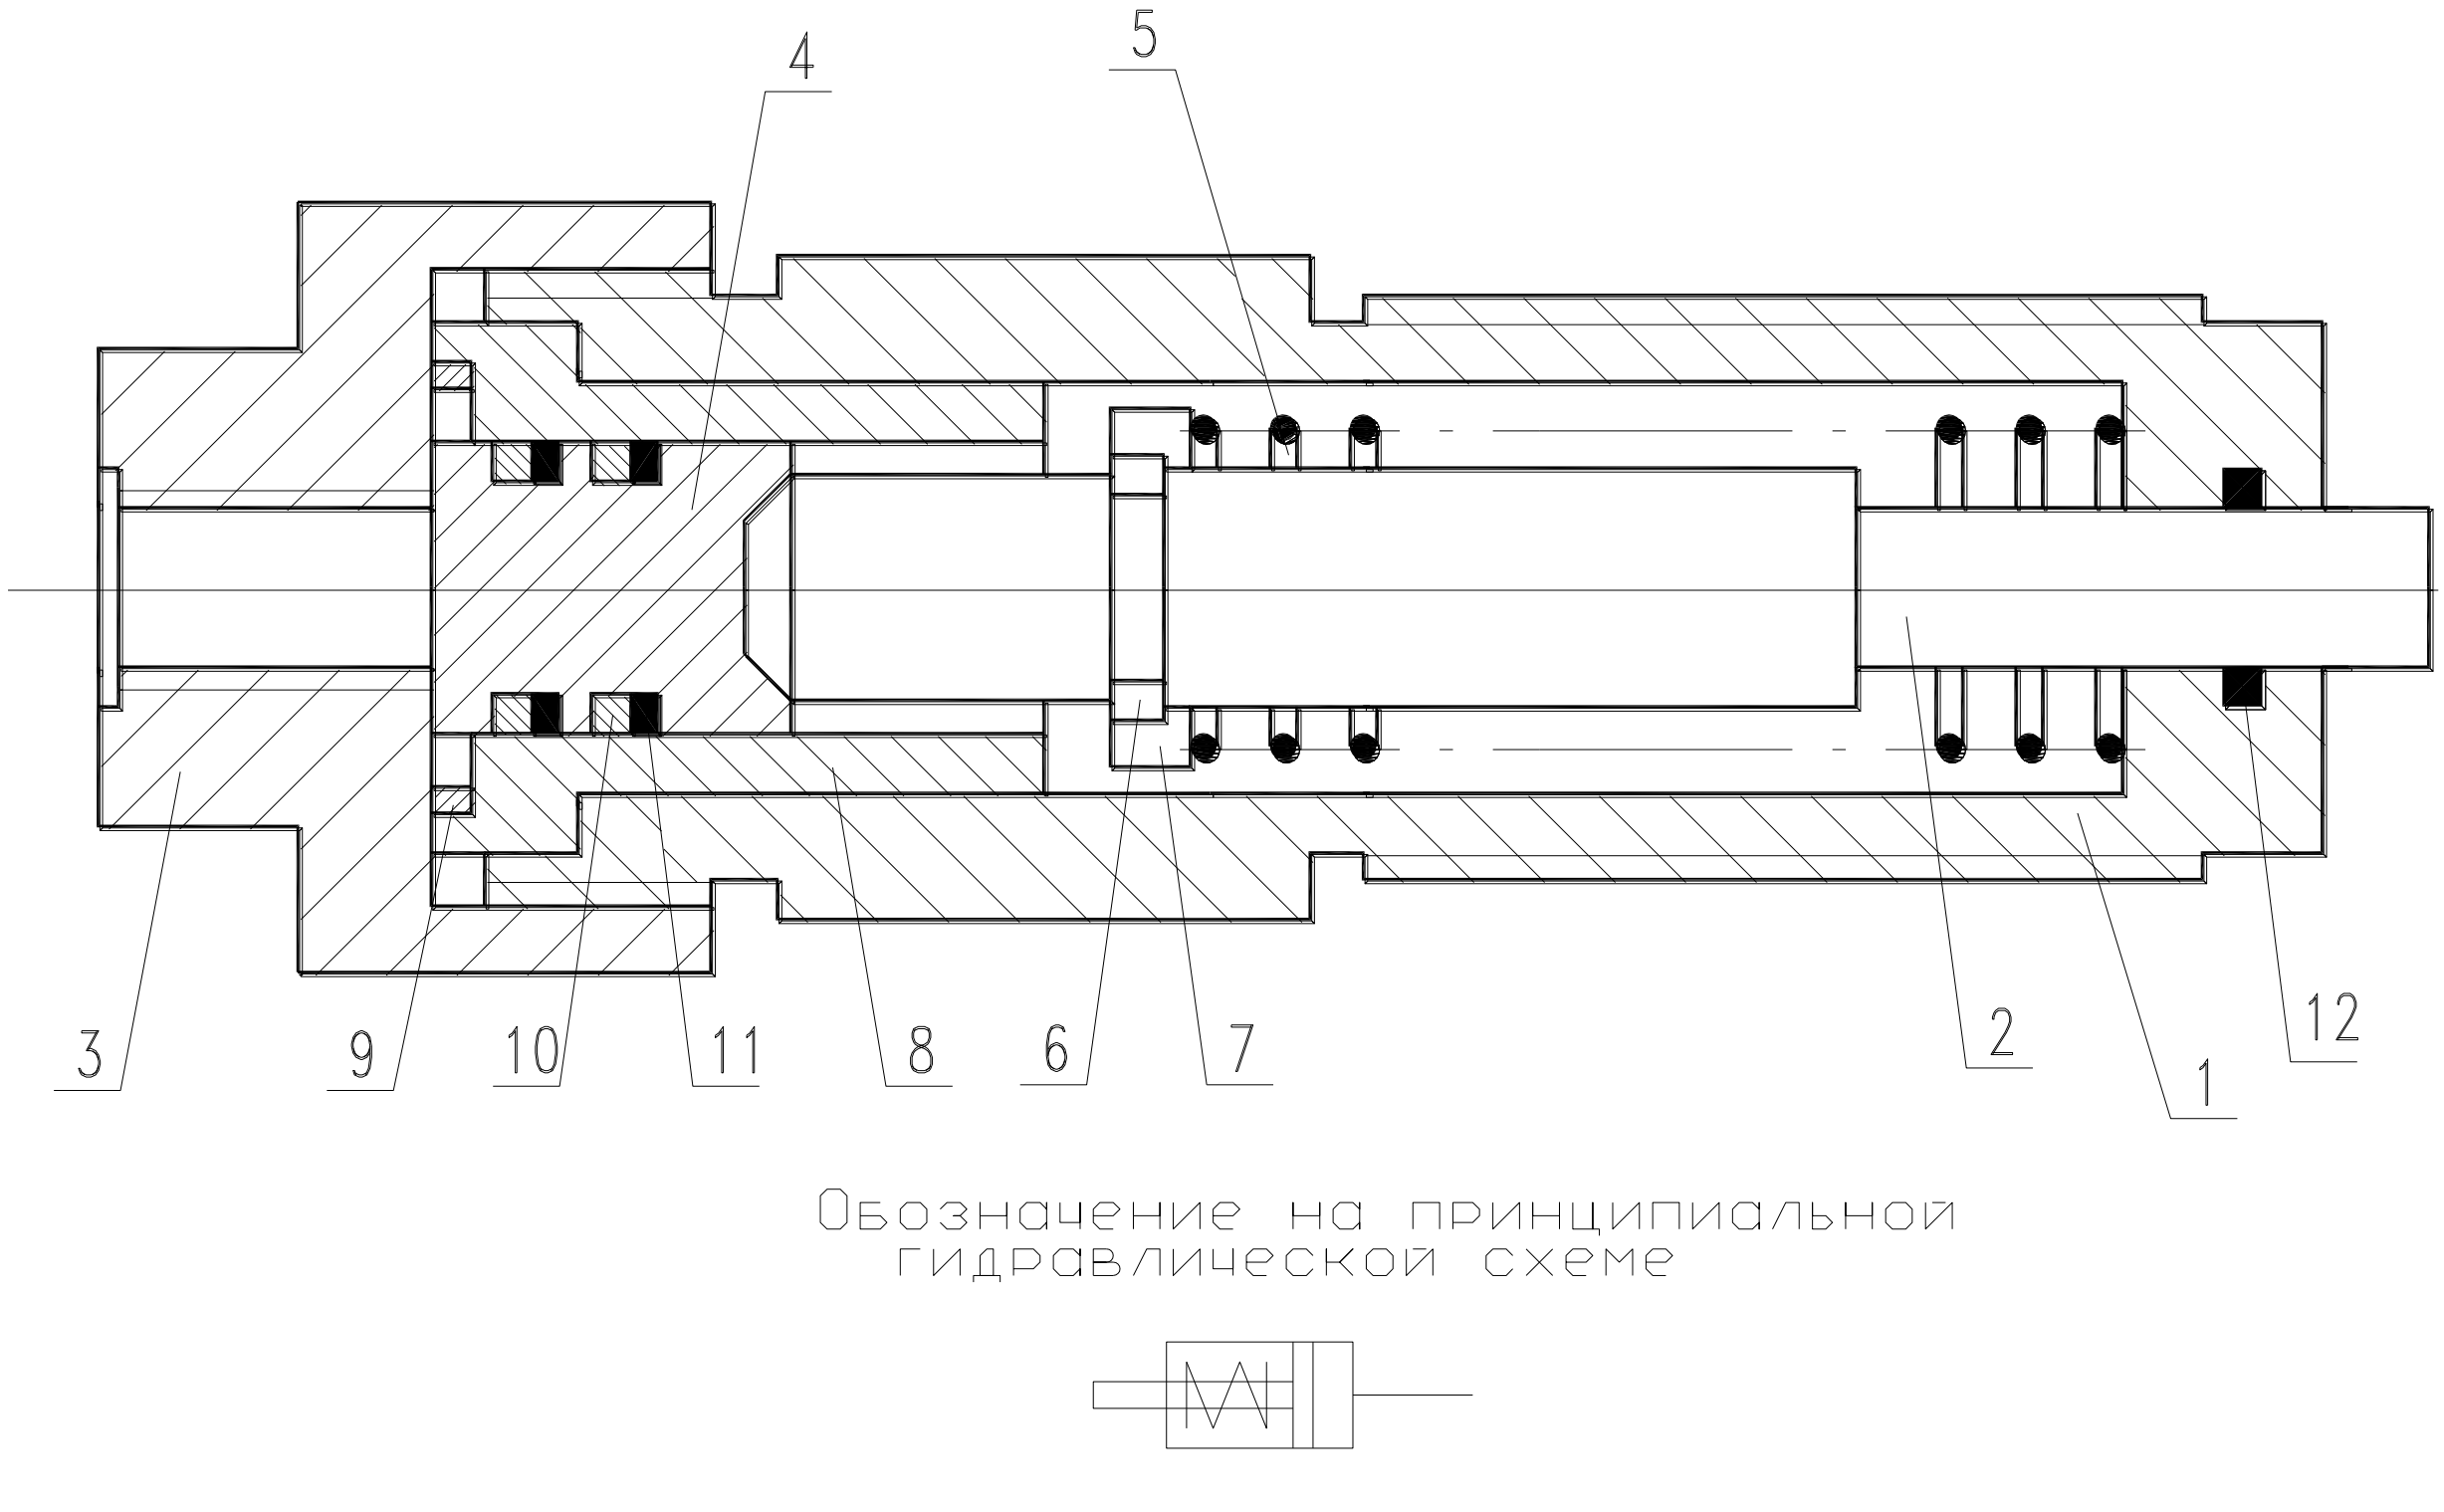

Рис. 14.4 Размыкатель тормоза грузовой лебёдки
1.Отвернуть гайку 3 (рис.14.4), вынуть кольцо 9.
2.Установить кольцо 6 (рис.14.4) в канавку штока 2.